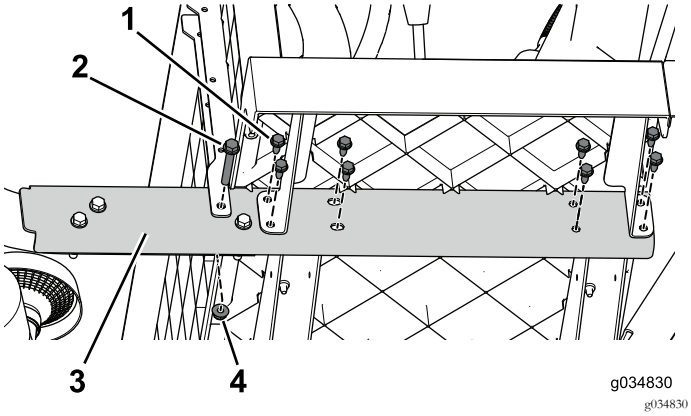

Figuur 16
2. Verwijder de flensbouten (3/8 x 2-1/2 inch) en moeren waarmee de zijrail aan de machine bevestigd is (Figuur 16). Doe dit aan beide zijden van de machine.
3. Verwijder de flensbouten (5/16 x 3/4 inch) waarmee de zijrail aan de machine bevestigd is; ga van voren naar achteren te werk (Figuur 16). Doe dit aan beide zijden van de machine.